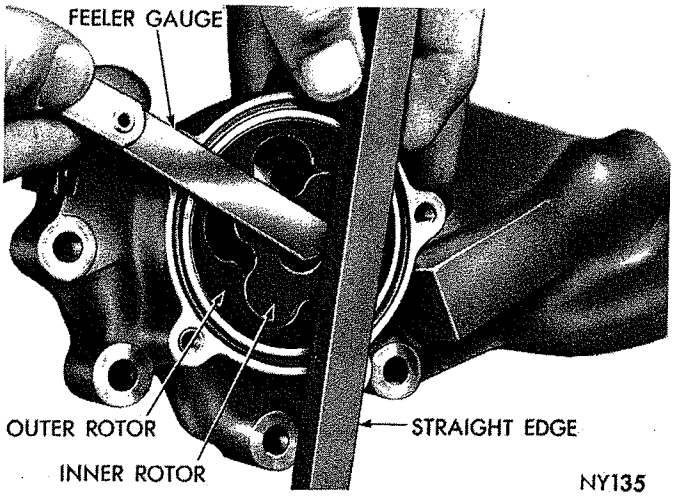
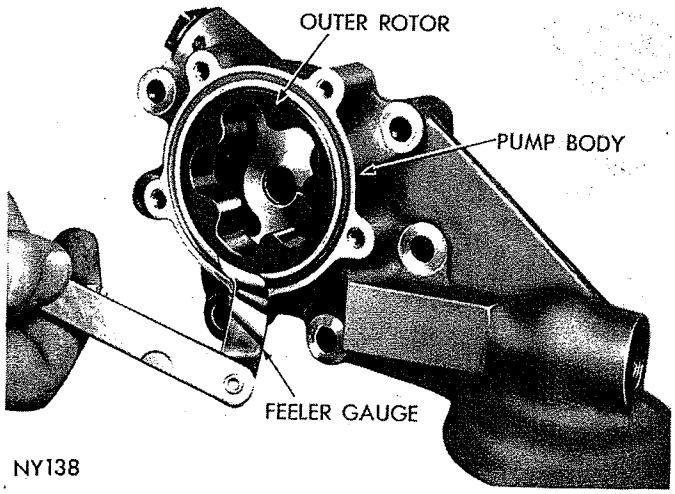

***Fig. 55—Measuring Clearance Over Rotors***
***Fig. 56—Measuring Outer Rotor Clearance***
(5) Slide outer rotor and inner rotor into pump body and place a straightedge across face between bolt holes (Fig. 55).
(6) If a feeler gauge of more than .004 inch can be inserted between the rotors and straightedge, replace pump body.
(7) Remove inner rotor and shaft leaving outer rotor in pump cavity.
(8) Press outer rotor body to one side with fingers and measure clearance between outer rotor and pump body (Fig. 56). If measurement is more than .012 inch.